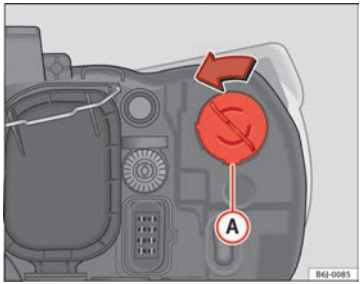

Fig. 157 Turn signal
– Turn bulb holder ⇒ Fig. 157 (A) to the left and pull. ▶